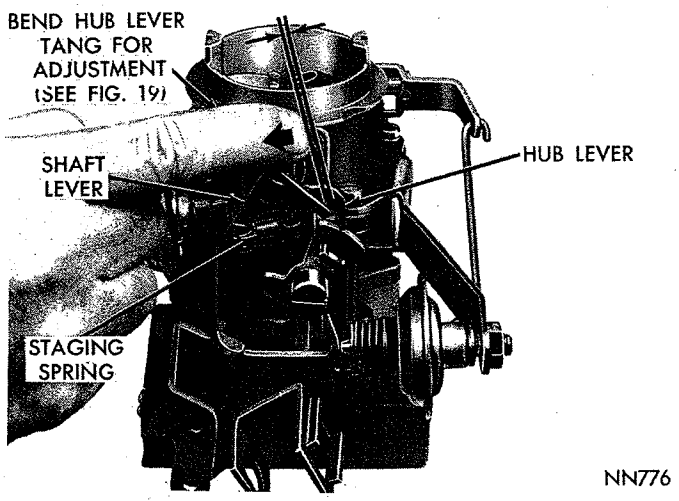

*Fig. 20—Spring Staged Choke Adjustment*
To check the spring staged choke for correct operating clearance, refer to (Fig. 20), then proceed as follows:
(1) Push on hub lever with finger, at the closed choke position. A small opening should exist between the shaft and hub levers, as shown in (Fig. 20).
(2) Using a drill or gauge, measure the opening. The opening should be from .010 to .040 inches.
(3) If an adjustment is necessary, bend hub lever tang until correct opening has been obtained.